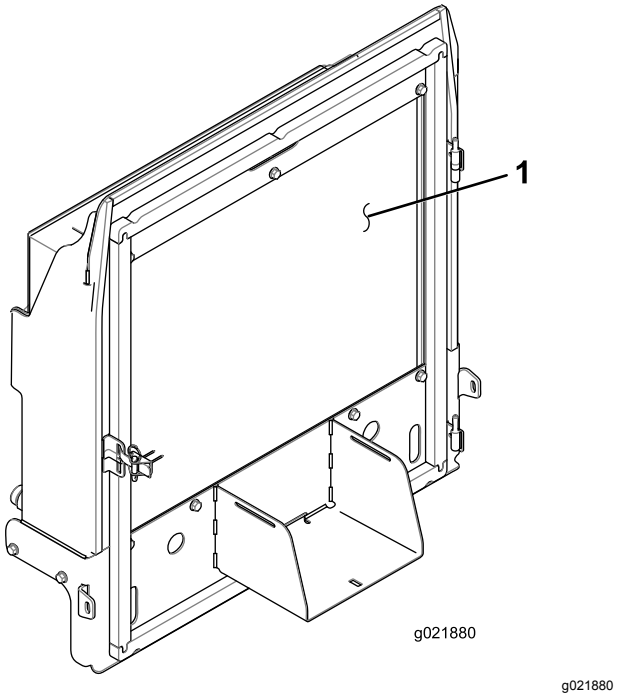

Figur 92
4. Rengör noga på båda sidor om kylaren/oljekylaren med tryckluft (Figur 92).